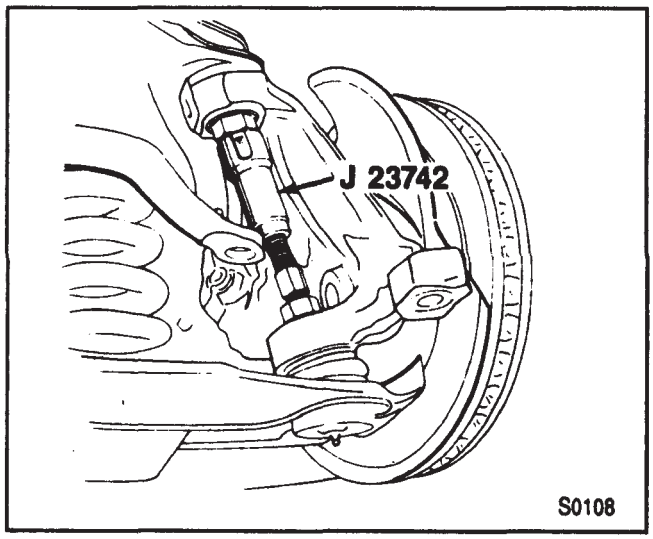
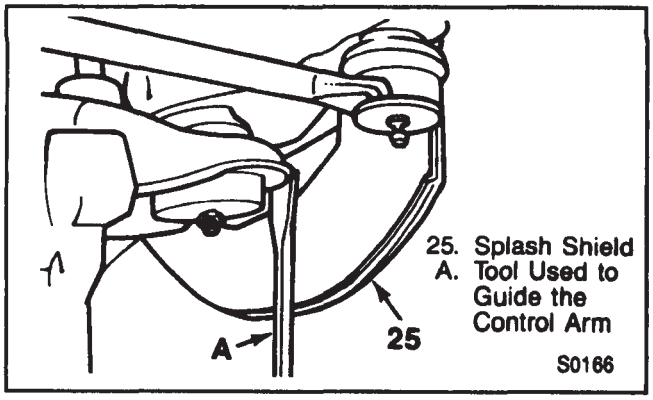

Figure 13—Disconnecting the Lower Ball Joint
Figure 14—Guiding the Lower Control Arm Past the Splash Shield
- Use J 23742 to break the ball joint loose from the knuckle (figure 13).
4. Lower control arm (40) out of the opening in the splash shield.
- Use a putty knife or similar tool to guide control arm past splash shield (figure 14).